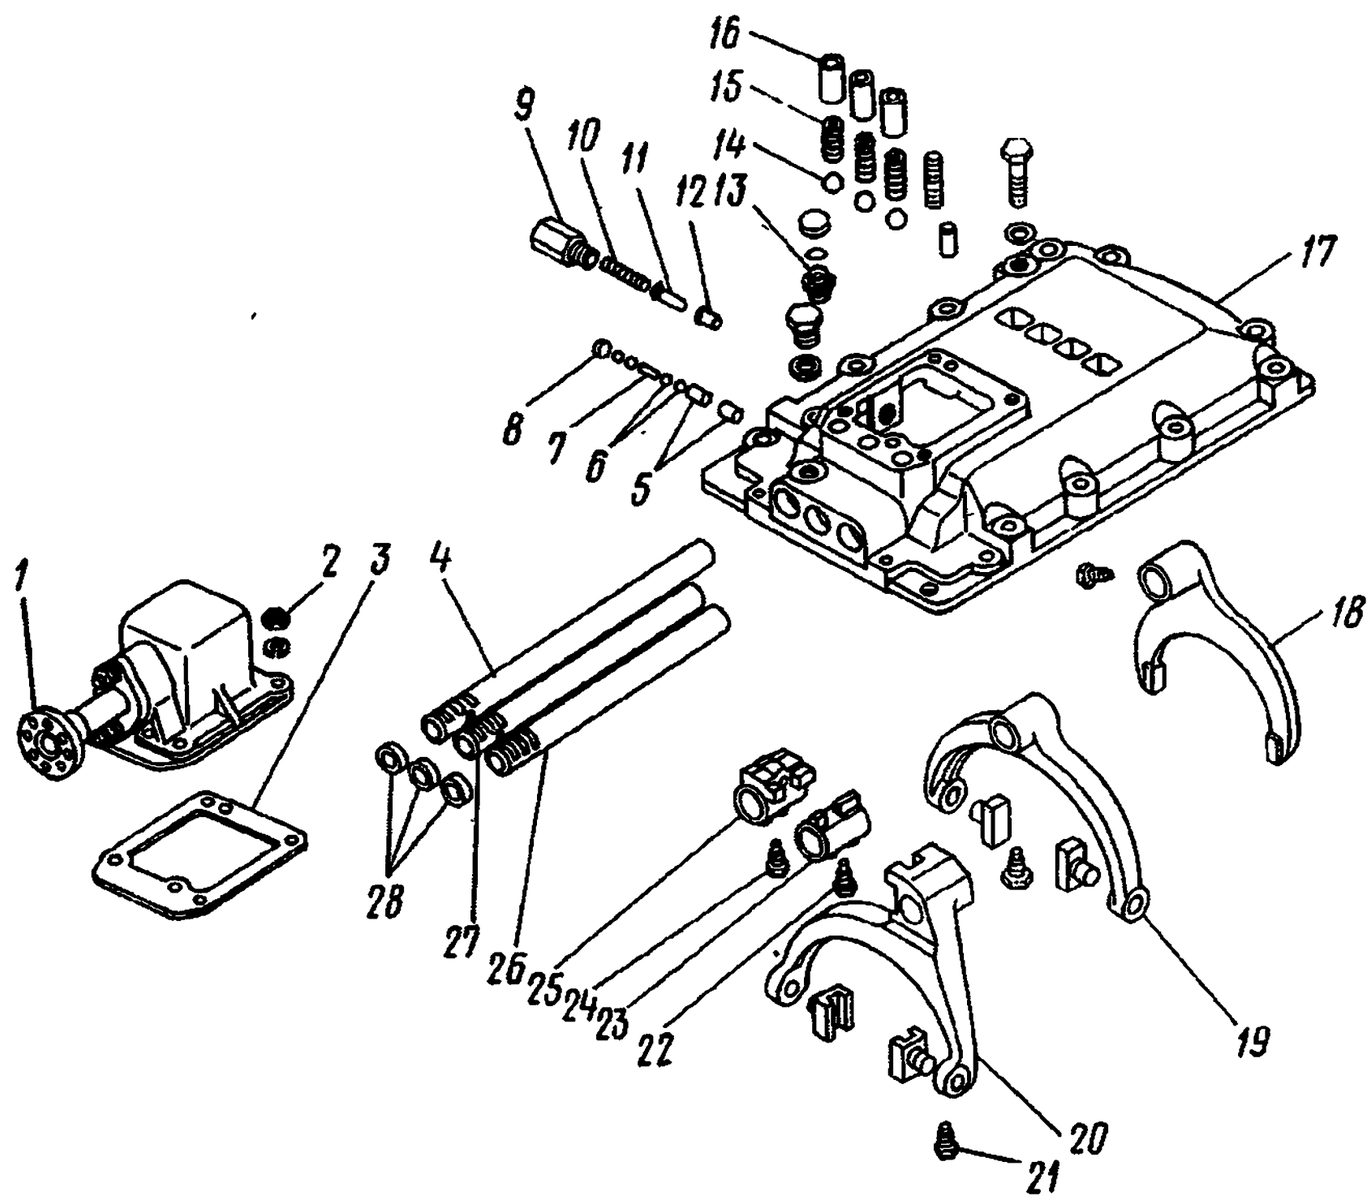

Рис. 149. Разборка механизма переключения передач:
69. Запрессуйте втулки *5* и заглушку *8* (см. рис. 149)	Молоток, оправка